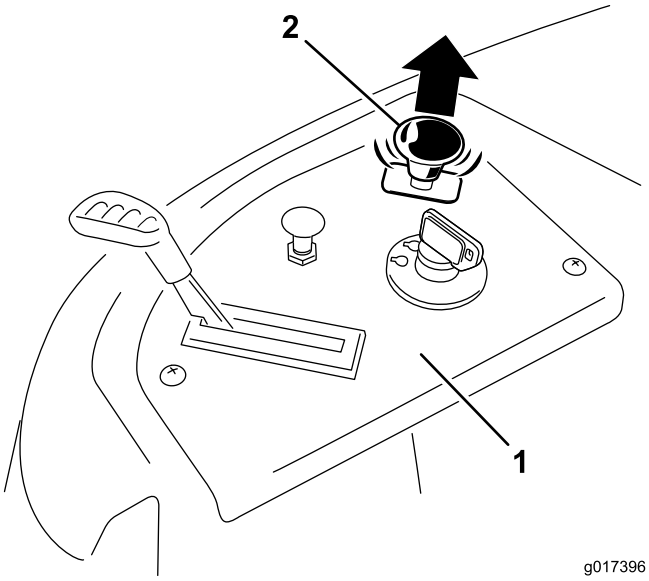

Figur 15
3. Dra upp knivreglaget och för det till det påslagna läget och koppla därefter in knivarna (Figur 15).